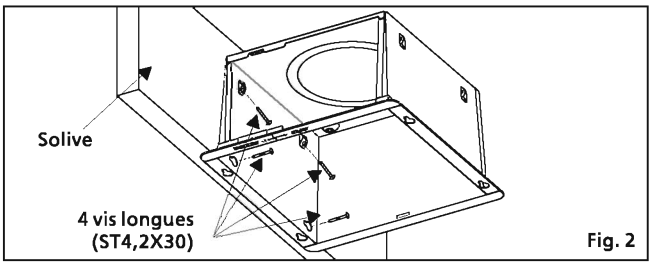

Fig. 2
3. Fixez le boîtier du ventilateur à la solive avec 4 vis longues (ST4,2X30). (Voir Fig. 2)